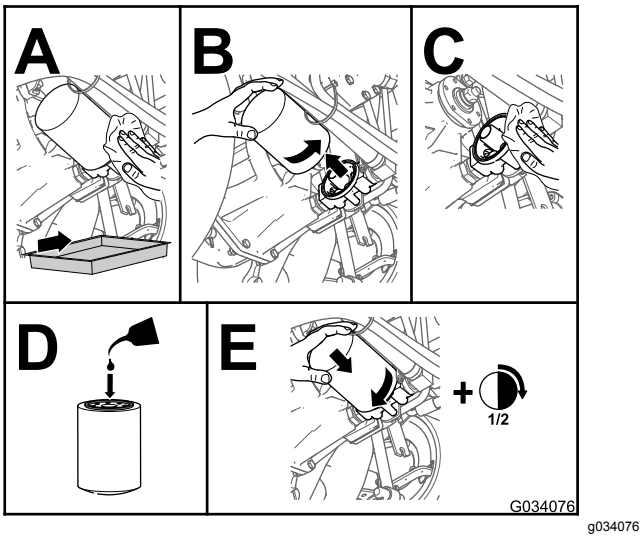

Figuur 81
4. Vervang het hydraulische filter (Figuur 81).